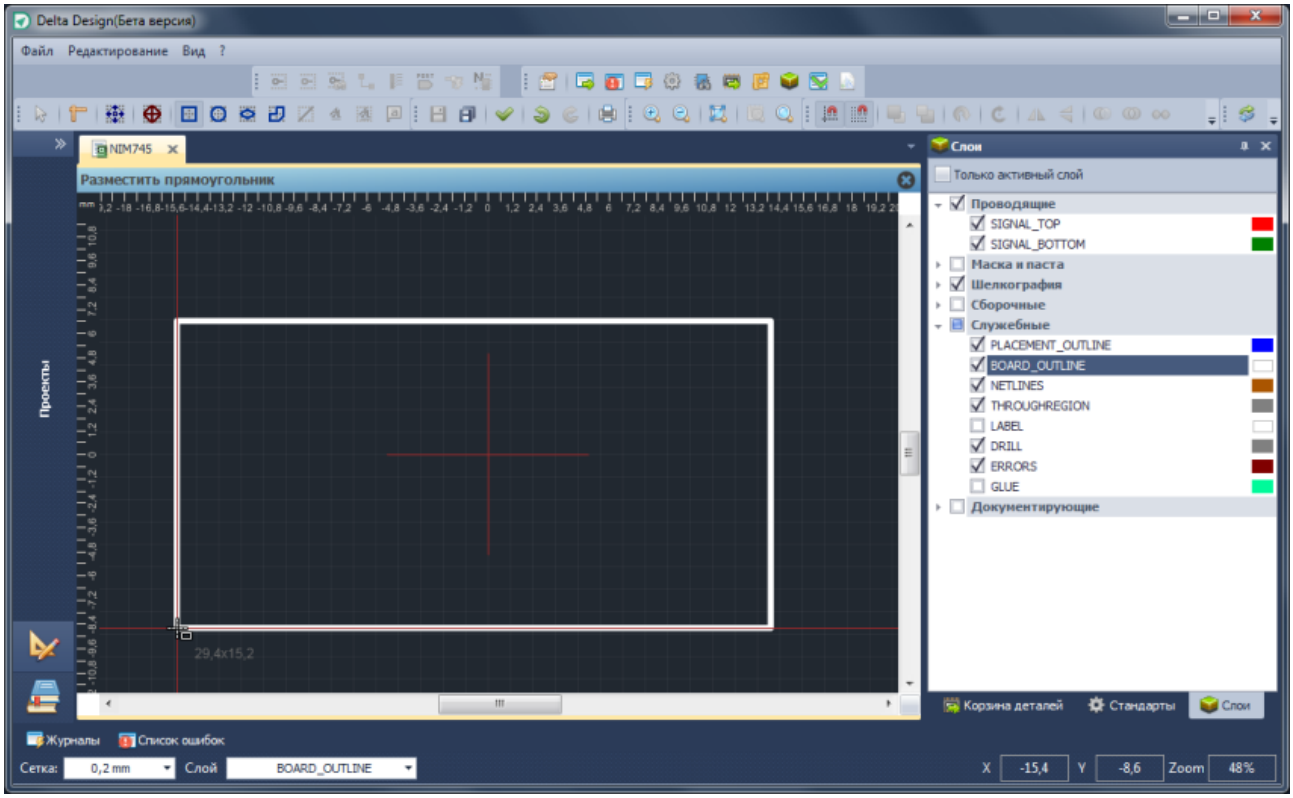

Рис. 690. Создание границ платы
2. Создать замкнутый контур платы, используя инструменты графического редактора, см. Рис. 690. Работа с инструментами графического редактора подробно описана в разделе 3.4.